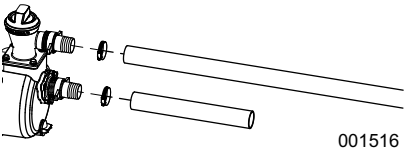

Figure 2-5.Typical Hose Attachment
3. See *Figure 2-5*. Attach the suction hose to the flange (bottom) by sliding the hose over the barb and securing with a hose clamp.